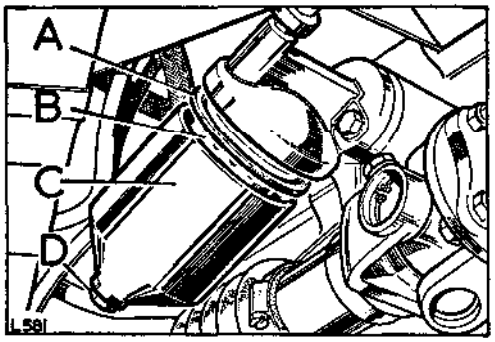

**Fig. A1-50. View of oil filter**
1. Fit the new element to the filter body and refit body to cap. Ensure filter body is fully home on to sealing ring in filter cap. See Fig. A1-50.